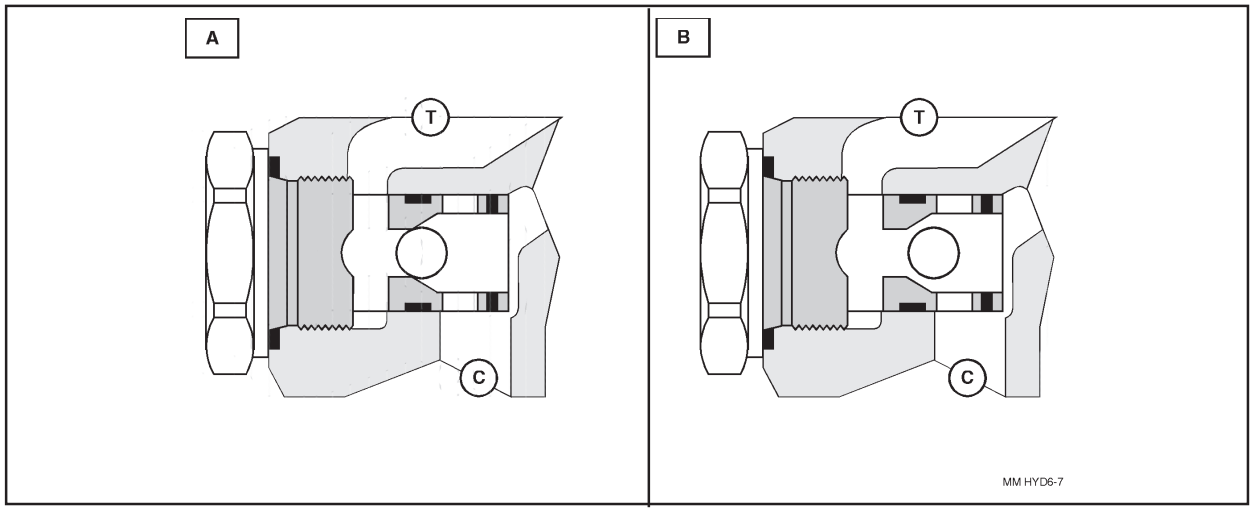

**FIGURE 31. TILT CIRCUIT OPERATION ANTI-CAVITATION VALVE OPERATION**
- An anti-cavitation valve is located in the tilt section piston end valve port to prevent cavitation of the tilt cylinder (refer to figure 31).